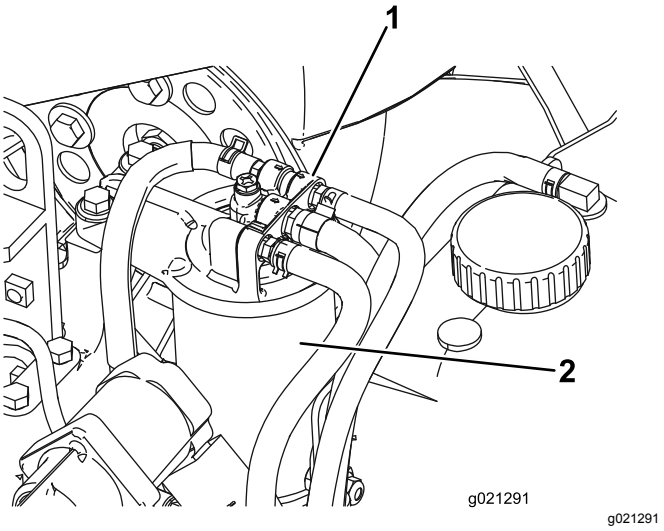

Figuur 79
1. Reinig de omgeving van de plaats waar het filter wordt gemonteerd (Figuur 79).
2. Verwijder het filter en reinig het filterkopplaatsingsoppervlak (Figuur 79).